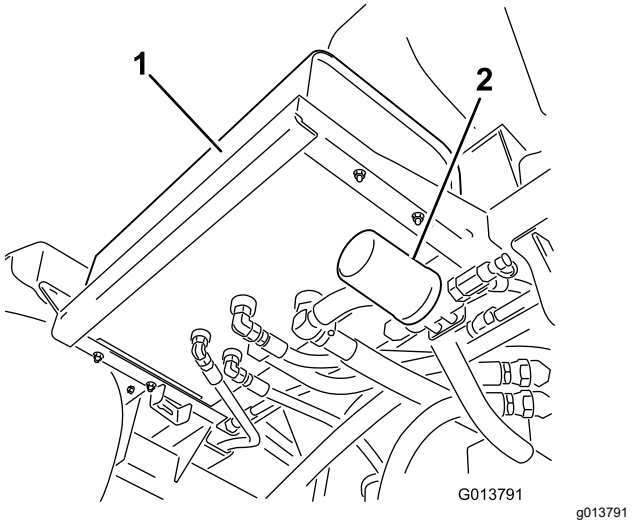
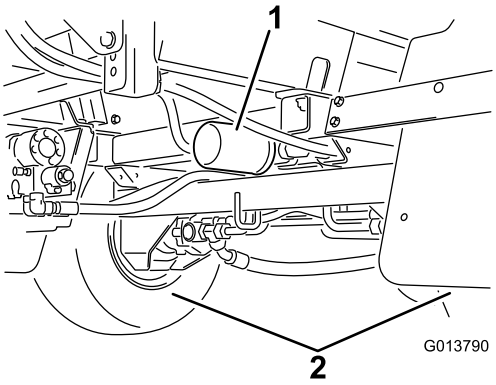

**Figur 104**
**Figur 105**
2. Leta upp maskinens två hydraulfilter (Figur 104 och Figur 105).